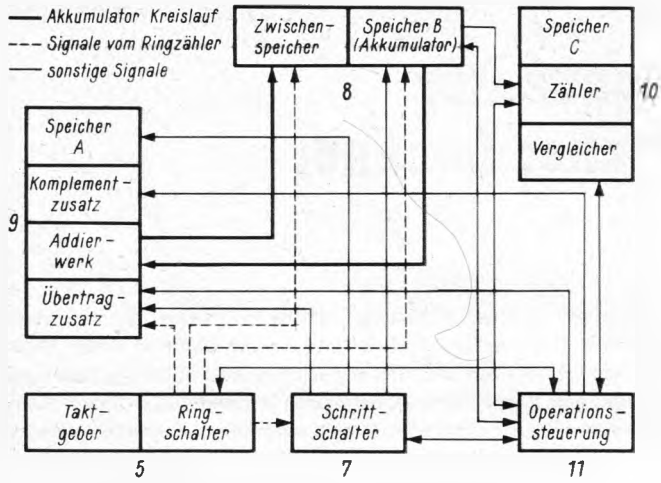

Bild 2. Blockschaltung des Rechners. Die nebenstehenden Zahlen nennen die Bilder mit den logischen Schaltungen
Bild 2 enthält die Blockschaltung, wobei jeder Block mit einer Zahl auf das entsprechende Bild der logischen Darstellung hinweist. Der zentrale Ringschalter ist das alles steuernde Organ des Rechners. Er besteht aus zwei Flipflops, die zyklisch vom Taktgeber gesetzt und rückgesetzt werden. Die dabei entstehenden Impulse aktivieren nacheinander die sechs Flipflops im Schrittschalter (7). Mit einem Schrittschalterdurchgang ist die Addition oder Subtraktion beendet.